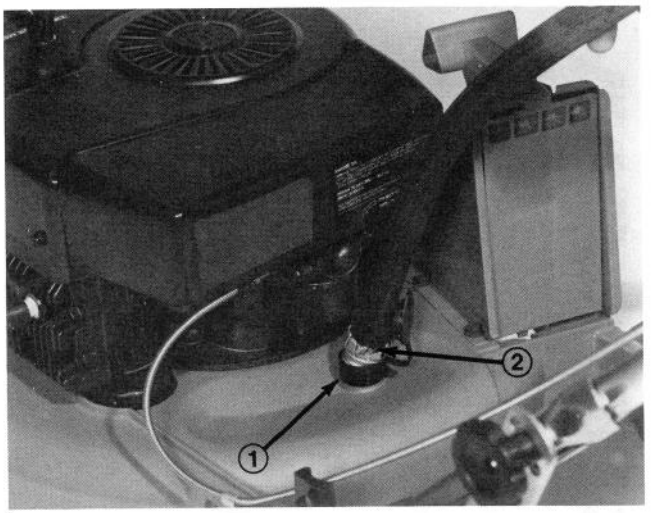

Bild 20
3. Starta motorn. Insätt slangen utan spruta i spolningsöppningen (Bild 20). Låt vattnet rinna under moderat tryck för omkring två minuter under det att motorn går.